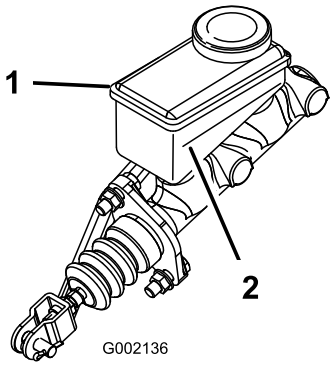

**Figure 50**
2. Look at the side of the reservoir. The level should be above the Minimum line (Figure 50). If the fluid level is low, clean the area around the cap, remove the cap, and fill the reservoir to above the Minimum line. Do not overfill.